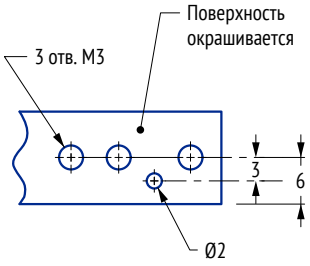

Рисунок 2
6.3 Если предполагается, что выноска указывает на поверхность внутри контура детали, выноска должна заканчиваться точкой (рис. 2).
6.4 Количество отверстий с резьбой указывается также как обычные отверстия (рис. 2).